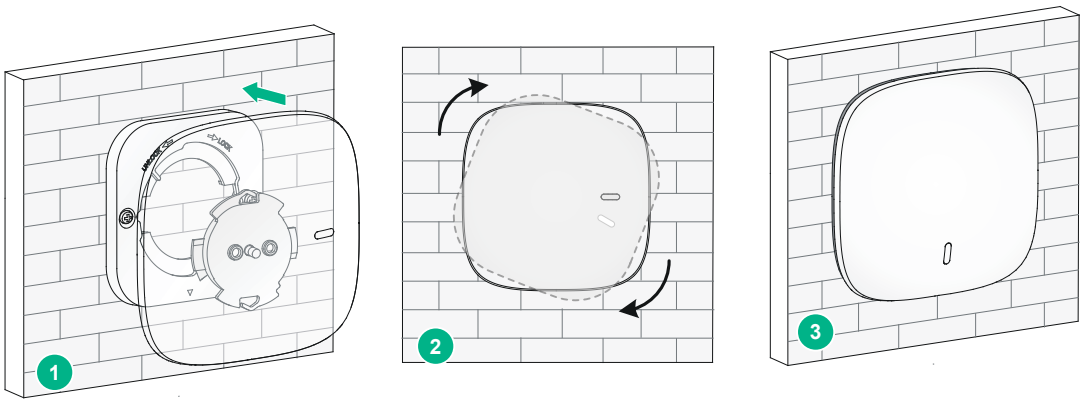

図 7-6 装置の壁面への取り付け
6) 装置用ブラケットを壁面/天井用ブラケットのくぼみに合わせて揃えた後、図 7-6のように時計回りに回してください。